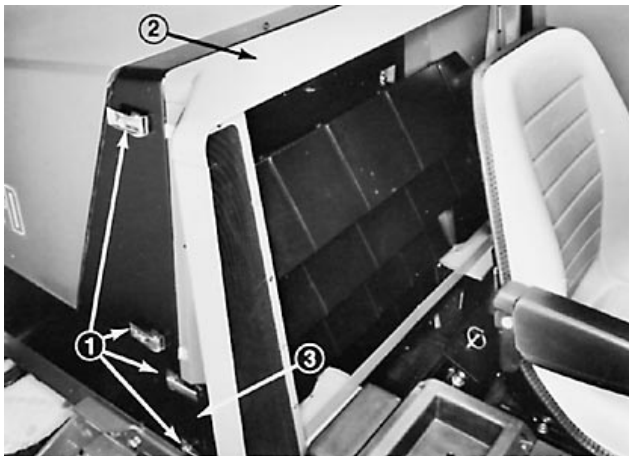

Afbeelding 40
B. Zet de grendelhendels aan beide zijden los en verwijder de radiatorkap en de grillesteun (Afb. 40).